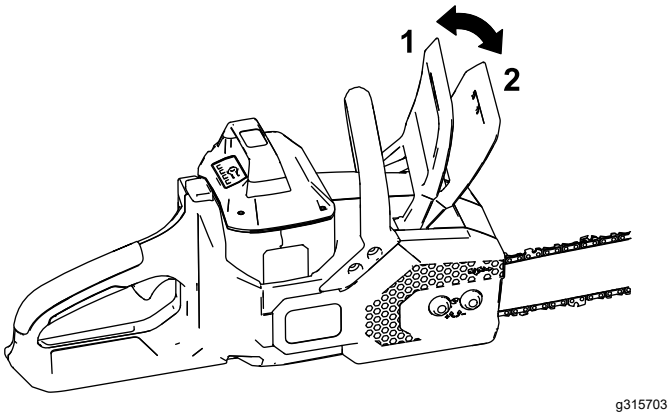

**Rysunek 8**
6. Upewnij się, że hamulec łańcucha znajduje się w położeniu PRACY (Rysunek 8).
Ustaw hamulec łańcucha w pozycji ZATRZYMANIA (Rysunek 8) i wyjmij akumulator zawsze, gdy nie używasz piły lub przewozisz piłę do lub z obszaru roboczego.